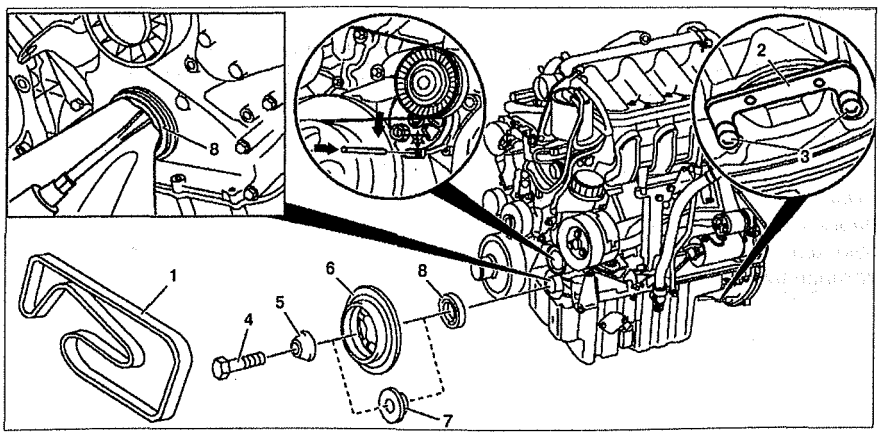

Рис. 5.32. Передний сальник коленчатого вала:
1. Снимите ремень привода генератора **1** (см.рис.5.32).